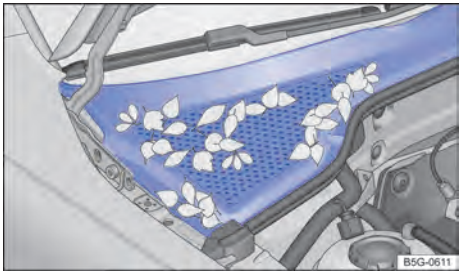

Fig. 177 Entre o compartimento do motor e o para-brisa: caixa de água (representação esquemática).
– A caixa coletora de água está localizada no compartimento do motor, entre o para-brisa e o motor e sob uma cobertura perfurada → Fig. 177. O ar ambiente é sugado da caixa coletora de água para o interior do veículo por meio do sistema de aquecimento e ventilação ou do ar-condicionado.